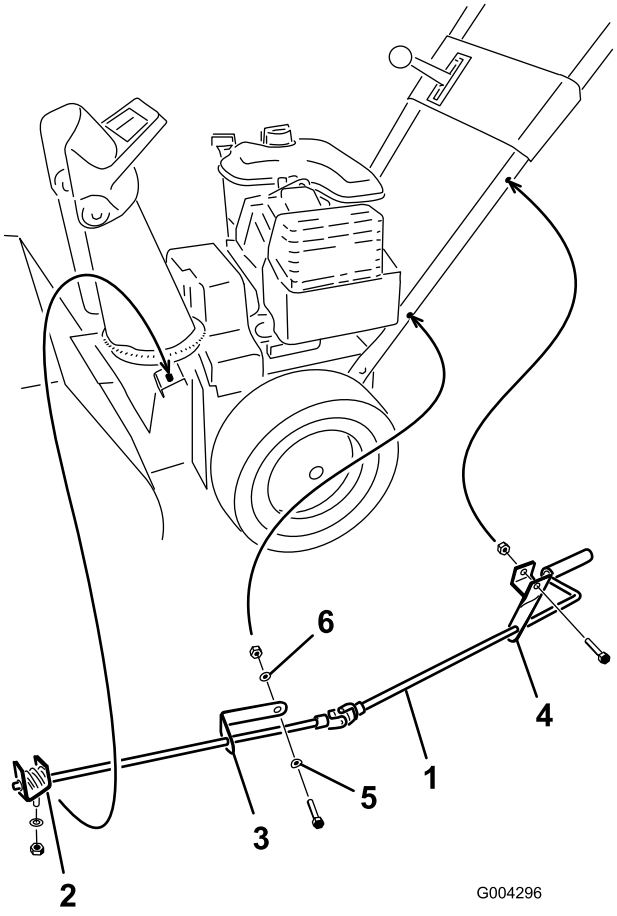

Figur 10
1. Fäst det övre utkastarreglagebeslaget (som sitter på utkastarens reglagestång) upptill på handtagets vänstra sida med en skruv och en låsmutter (Figur 10).
2. Fäst det nedre utkastarreglagebeslaget (som sitter på utkastarens reglagestång) nedtill på handtagets vänstra sida med en skruv, en böjd bricka, en planbricka och en låsmutter (Figur 10).
6. Dra åt låsmuttrarna som fäster de två utkastarreglagebeslagen (Figur 10).